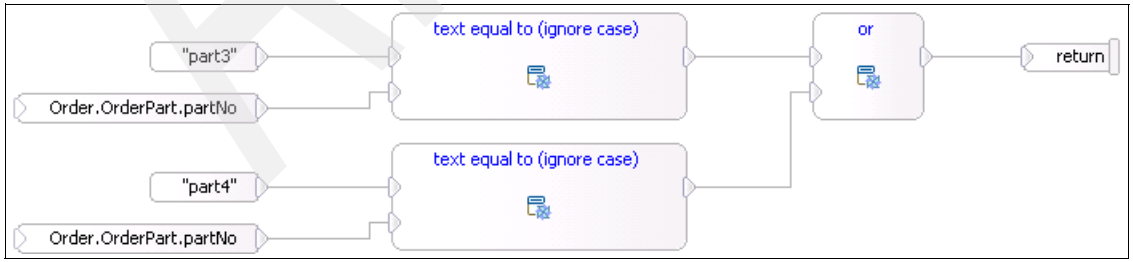

Figure 11-55 Choice case Part3 or Part4
9. Refer to Figure 11-55 to create a visual snippet for the choice case activity Part3 or Part4. This snippet returns *true* if the part number stored in Order.OrderPart.partNo is either part3 or part4.